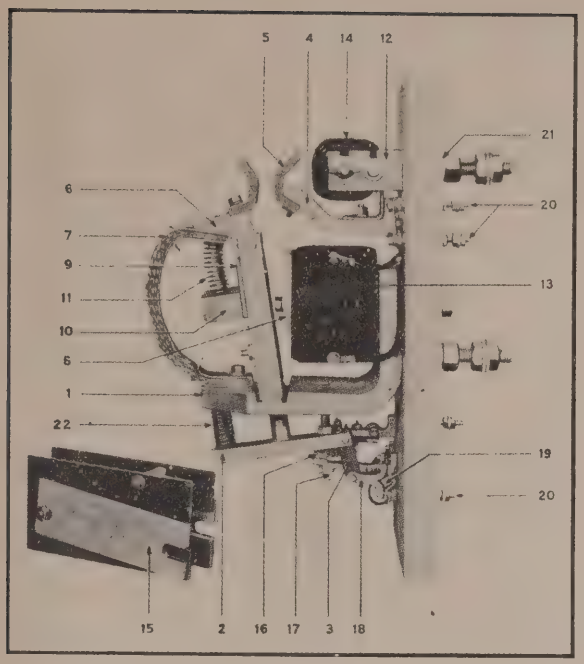

Fig. 14X
Referring to Fig. 14X, the armature assembly (2) is hinged to the magnet bracket (1) by the use of special machining of the parts. In this manner wear of the bearing really improves the magnetic circuit rather than being detrimental.